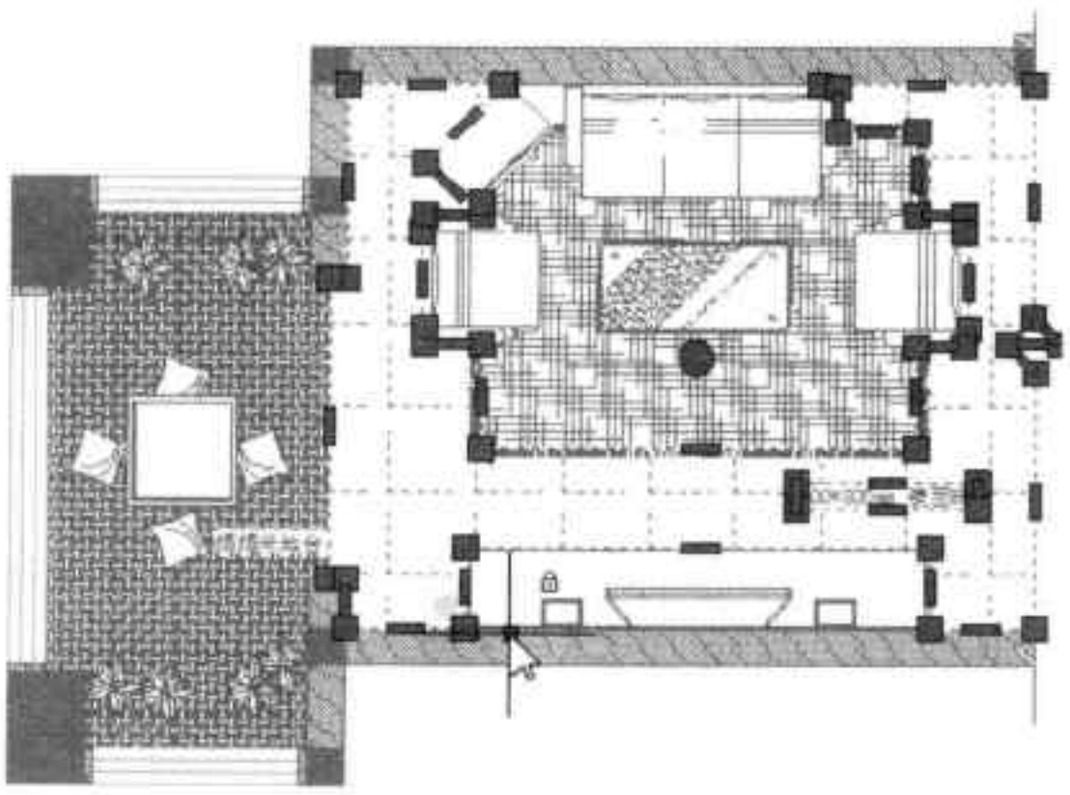

图3-33 隔离填充层
Step 03 选择完成后，按回车键，即可将填充图形隔离。此时填充图形可被选中，而其他图形则为锁定状态，如图3-33所示。